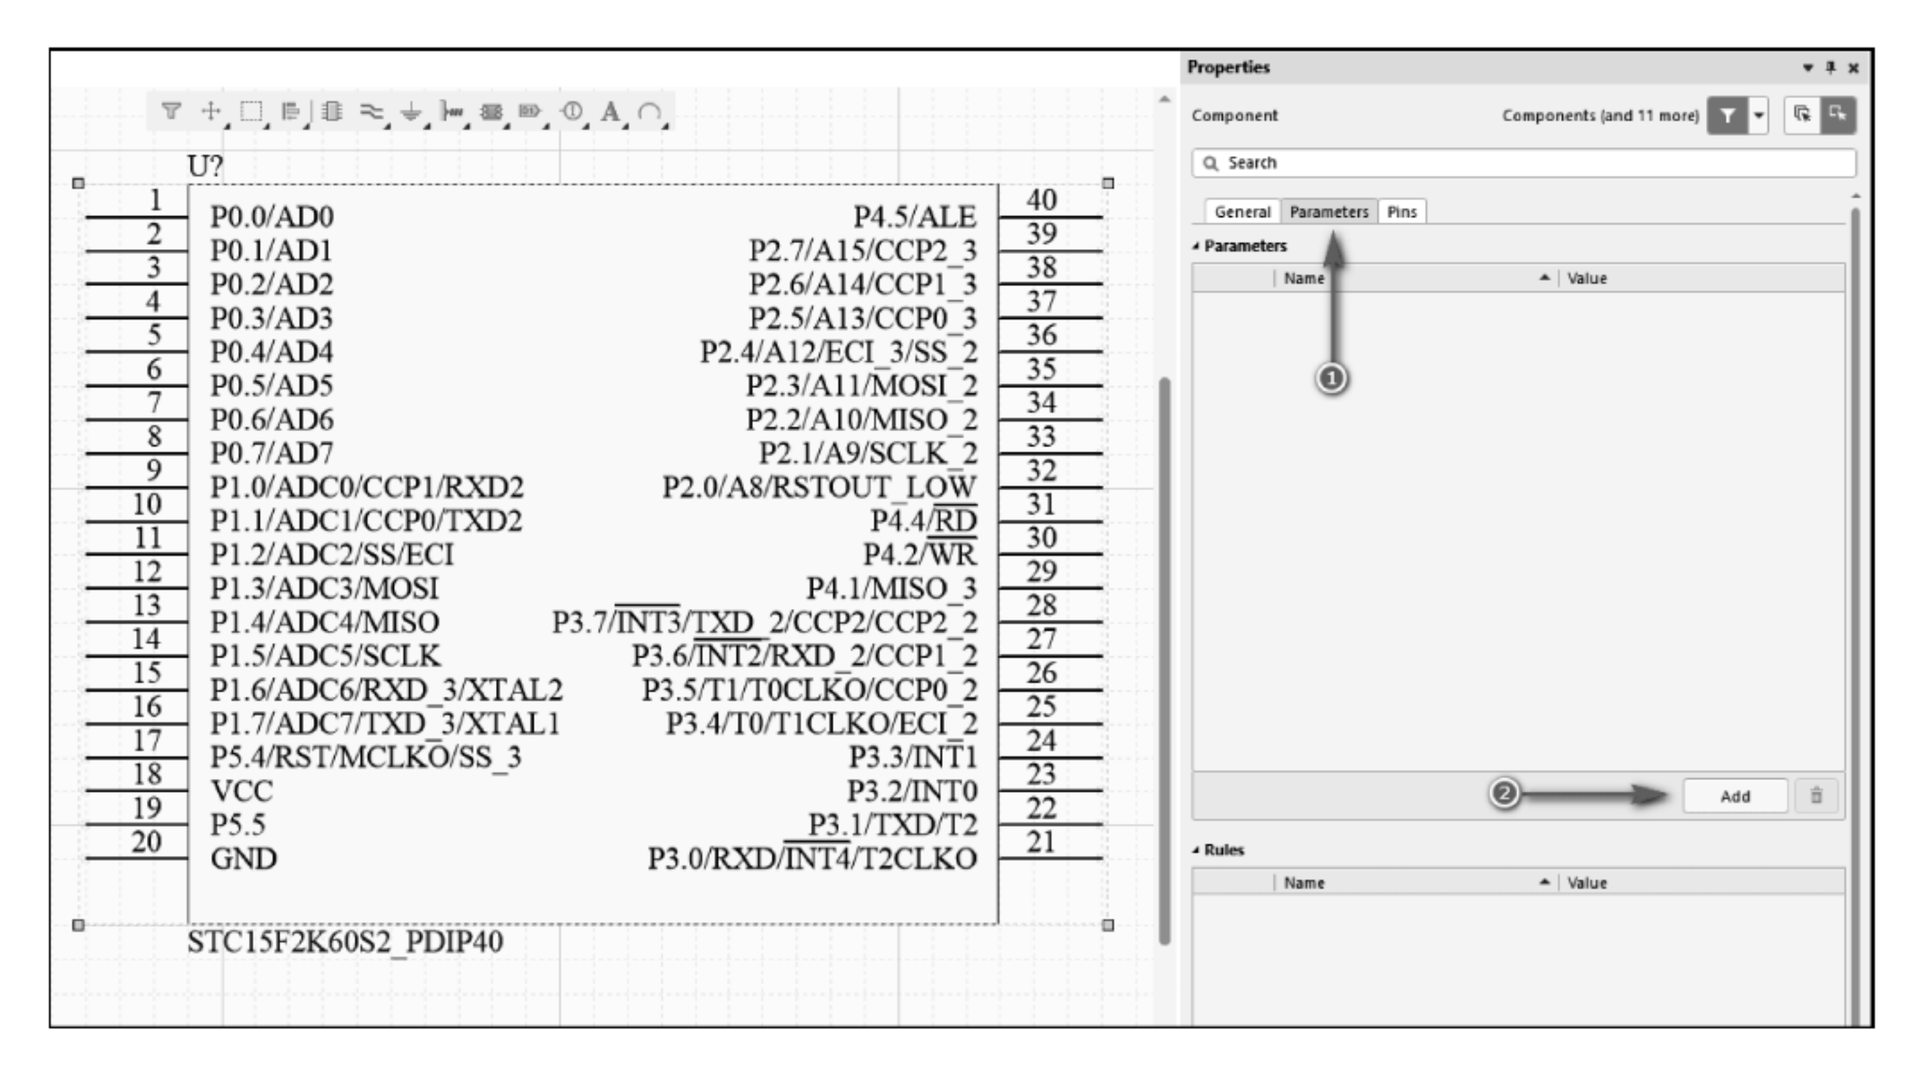

图 1-95　选择 Parameters 标签
(1) 打开原理图,双击要关联 Datasheet 的某个原理图符号后,弹出 Properties 面板,选择 Parameters 标签,如图 1-95 所示。